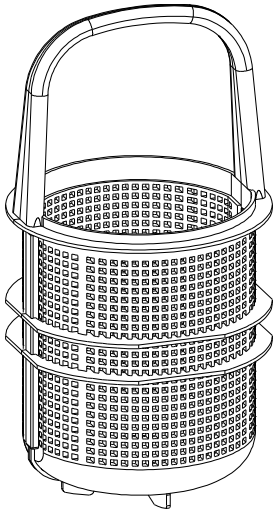

Abb. H-1: Haar- und Faserfänger
5. Um die Reinigung zu erleichtern, kann der Haar- und Faserfänger zur Hälfte geöffnet werden (siehe Abb. H-1).